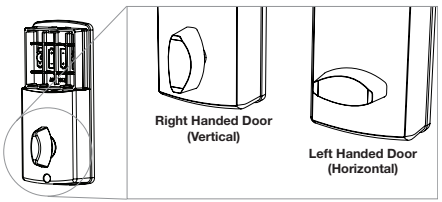

Figure 2a-2b
a. The Interior Knob goes in the Vertical position for Right Handed Doors (Figure 2a).